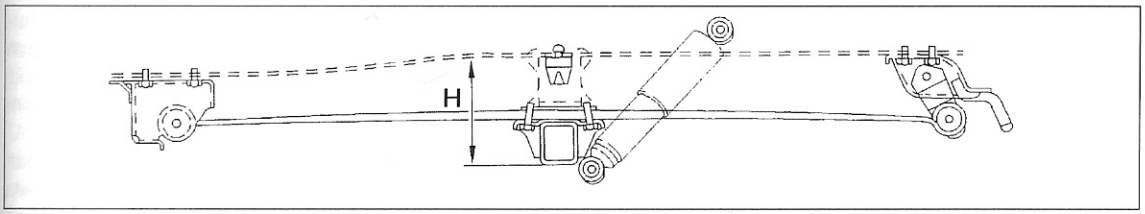

Bild 245
- Die Hinterfeder in die richtige Lage bringen und den Federbolzen (4) an der Vorderseite sowie den Bolzen der Federlaschenaufhängung (10) einschlagen, ohne die Mutter festzuziehen (nur handfest).
- Die Federbügelschrauben (5) von oben einschlagen. Falls sie nicht einwandfrei in die Löcher passen, kann man sie in einem Schraubstock ausrichten, bis sie sich leicht einsetzen lassen. Die Muttern mit Scheiben aufschrauben und die vier Muttern (3) gleichmäßig über Kreuz mit einem Anzugsdrehmoment von 130 Nm anziehen.
- Die Achse muss jetzt angehoben werden, damit sie im richtigen Verhältnis zur Hinterfeder steht. Dazu die Hinterachse anheben, bis das Maß „H" in Bild 245 bei den Modellausführungen 10Q und 14Q 192 mm oder beim Modell 18Q 197 mm beträgt.
- Die Hinterradaufhängung muss jetzt belastet werden, um die Befestigung der Feder vorn und hinten anzuziehen. Dazu genügend Gewichte in das Fahrzeug einlegen, bis das Maß „H“ in Bild 245 den bereits beim Einbau der Hinterfeder angegebenen Wert hat. Zum Messen eignet sich am besten ein Rollmaß.
Der Einbau des Stoßdämpfers geschieht in umgekehrter Reihenfolge wie der Ausbau, jedoch muss das Fahrzeug belastet werden, wie es beim Einbau der Hinterfeder beschrieben wurde, d. h. das Maß „H“ in Bild 245 muss auf den angegebenen Wert gebracht werden (Fahrzeug auf die Räder absenken und Gewichte hinten in das Fahrzeug einlegen). Die beiden Schrauben danach mit 160 Nm anziehen.